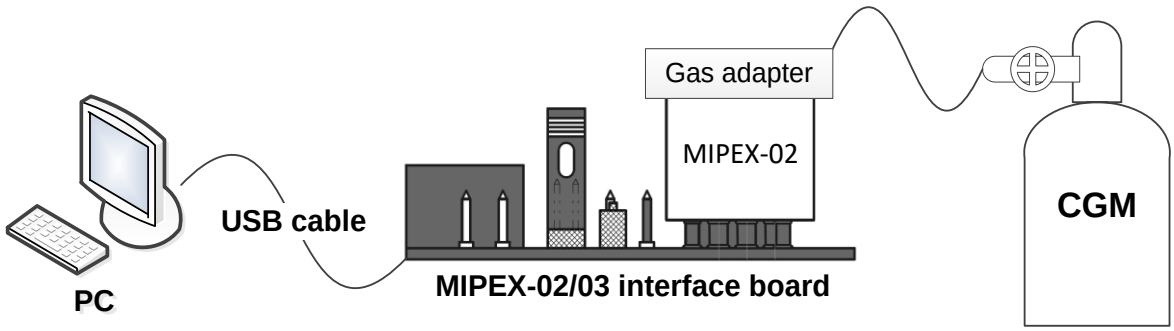

**Fig. 15. Typical scheme of MIPEX-02 span calibration**
1. Communicate sensor via UART interface (example based on MIPEX-02/03 interface board ESAT.200200.00 is shown on Fig. 15; gas adapter ESAT.200210.00 is available as an option).